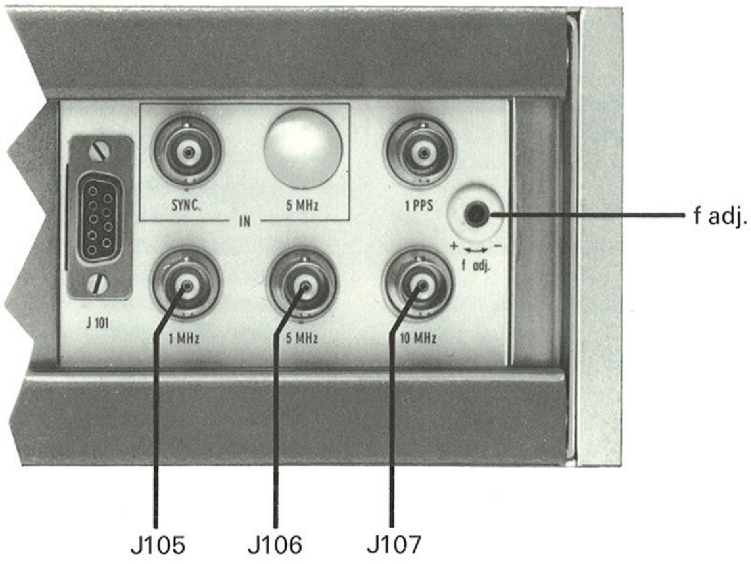

Fig. 7 Frequency standard 2200 (rear panel, right side).
d) The following standard frequency outputs are located at the rear side of the instrument (BNC connectors, fig. 7)
e) The 5 MHz standard frequency available at BNC connector (J106, fig. 7) is directly taken out from the crystal oscillator B-5400 and brought up to its operating level through a very low noise amplifier (fig. 1). The given specifications for stability and spectral purity are referred to this output. The other standard frequencies of 1 and 10 MHz are obtained after division or multiplication which may slightly affect their short term stability and spectral purity.
When it will be no longer possible to readjust the standard frequency by means of the frequency adjustment potentiometer R1 on the front panel, it will be possible to readjust it by using the internal coarse frequency adjustment (f adj. potentiometer) located on the rear panel (fig. 7). The adjustment range is approximately 4×10^{-7} for 20 turns of the potentiometer.